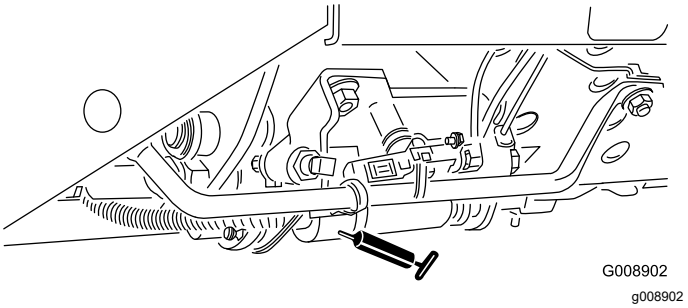

Figure 53
- Sélecteur de tonte/transport (Figure 53)